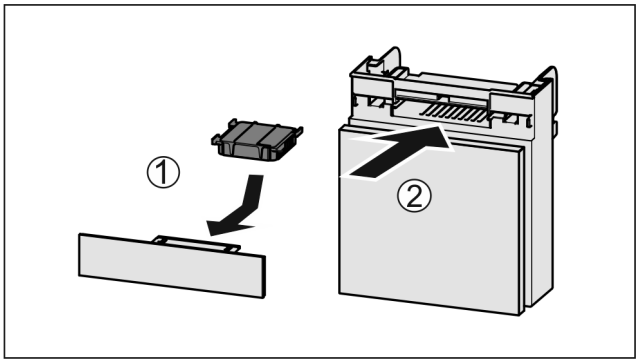

Fig. 78
▶ Introduceți *Fig. 78 (1)* filtrul de cărbune activ după cum se vede în figură.
▶ Împingeți *Fig. 78 (2)* compartimentul în interior.